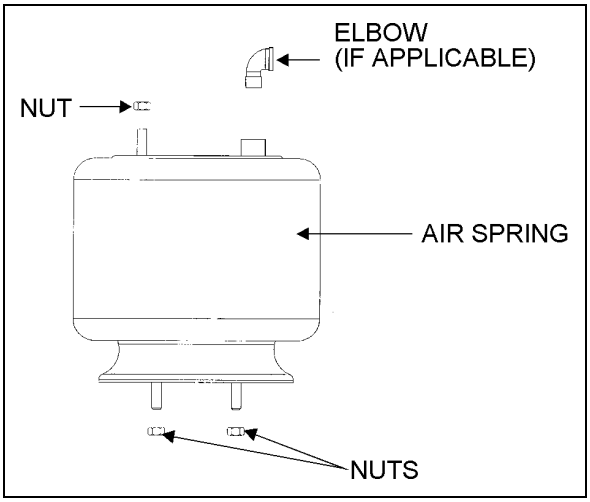

FIGURE 18: AIR SPRINGS 16052
3. Support the assembly with a suitable jack. See figure 18 for jacking point.
5. Install the shock absorber as shown in figure 18 with the mounting stud protruding through the hole in the mounting bracket and the shock absorber eyes over the mounting pins. Install the outer washer.